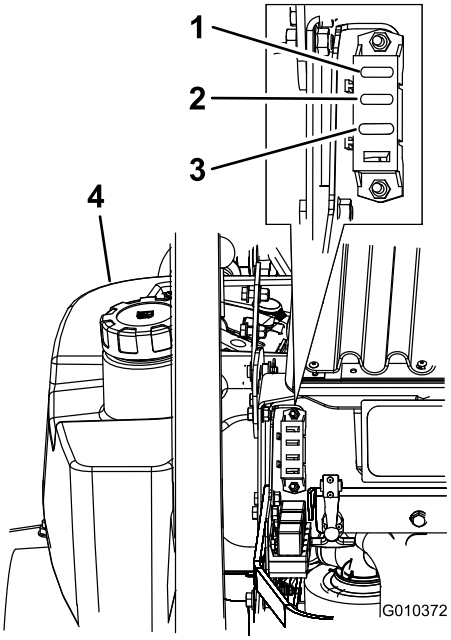

Figur 53
1. Løsn motorhjelmen, og hæv den for at få adgang til sikringsholderen (Figur 53).
3. Isæt en ny sikring (Figur 53).